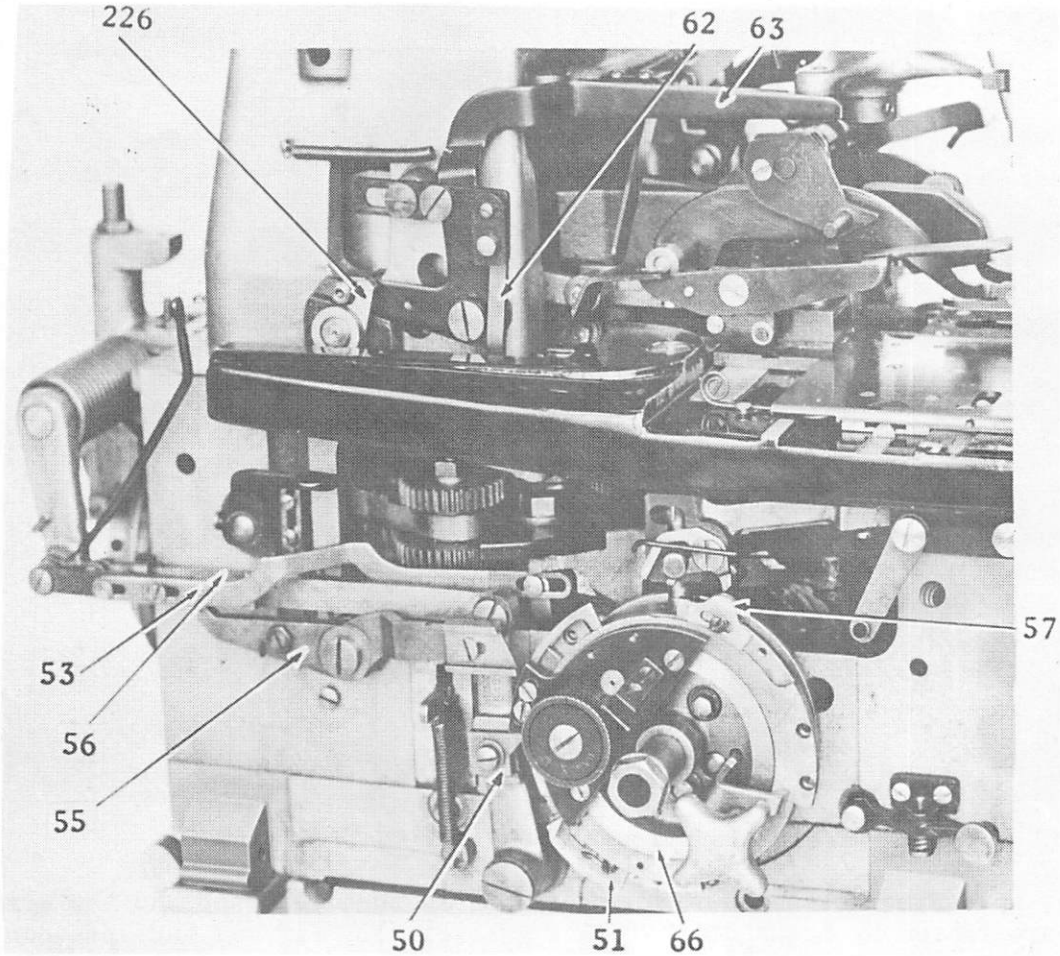
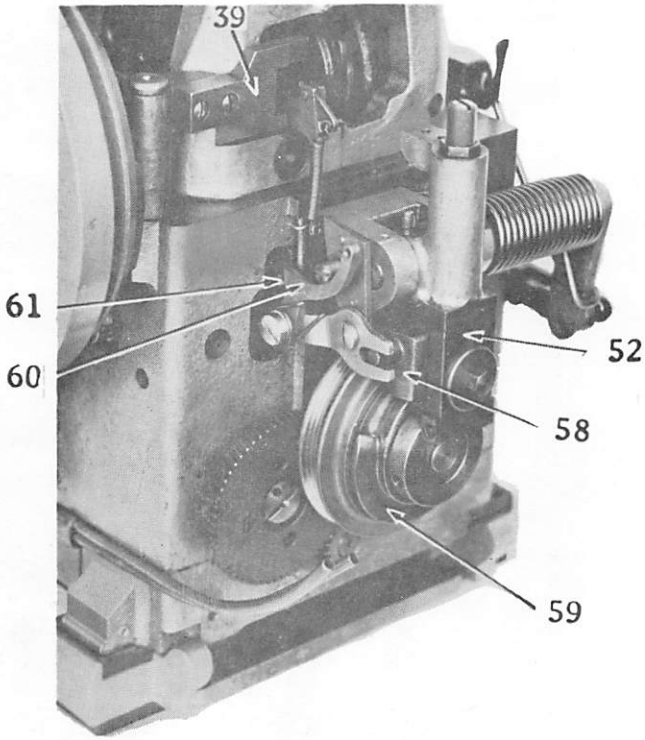

Fig. 9 View of Pattern Wheel and Sewing Mechanism
Fig. 10 View of Stop Motion Mechanism
To prevent accidental functioning of the cutter during sewing, the cutter is locked out of operation by means of having the end of the cutting safety lever (45, Fig. 26) follow the outside diameter of the safety cam (153, Fig. 26) provided on the pattern wheel shaft (148, Fig. 26) causing the latch on the other end to engage with the cutting starting lever arm (39, Fig. 10), thus preventing the cutter to function.
When the work clamp plates are brought to the stitching position, the stitching mechanism is started in operation by the action of the operating plate (50, Fig. 9) riding on the segment (51, Fig. 9) on the pattern wheel ring, causing the stop lever (52, Fig. 10) to swing back out of engagement with the stop cam, this action causes the rapid feed to be disengaged by the trip lever (53, Fig. 9). At the same time the stop lever lock lever (55, Fig. 9) engages in the notch of the block (56, Fig. 9) on the stop lever link. The
machine then stitches the buttonhole and at the completion of the stitching, the stop segment (57, Fig. 9) on the pattern wheel ring trips the stop lever lock lever (55) disengaging it from the notch of the block (56), causing the stop lever to swing in, ready to lock in the stop cam. As the interlocking slide (58, Fig. 10) is raised by the action of the stop cam (59, Fig. 10), the point of the latch (60, Fig. 10) is lowered fully 5/64 inch below the end of the second rapid feed starting lever (61, Fig. 10). As the interlocking slide (58) drops into the notch of the stop cam (59), it raises the latch (60) which in turn raises the second rapid feed starting lever (61) as it comes into contact with it, thereby starting the rapid feeding mechanism in operation to move the carrier back to a starting position for the next buttonhole. At the finish of the rapid feeding of work clamp plates, the rapid feed is disengaged by the tripping point on the inner side of the pattern wheel (66, Fig. 9) coming
The spreading action on the work clamps is then released and the work clamps are raised by means of the opening lever (63, Fig. 9) and spreader releaser (62, Fig. 9) which are actuated by the opening cam (226, Fig. 9) on the left end of the buttonhole cutting shaft, after which the lock (41) in the inner buttonhole cutting wheel is withdrawn from the loose buttonhole cutting pulley, releasing the wheel from the pulley and thus stopping the rotation of the buttonhole cutting shaft.